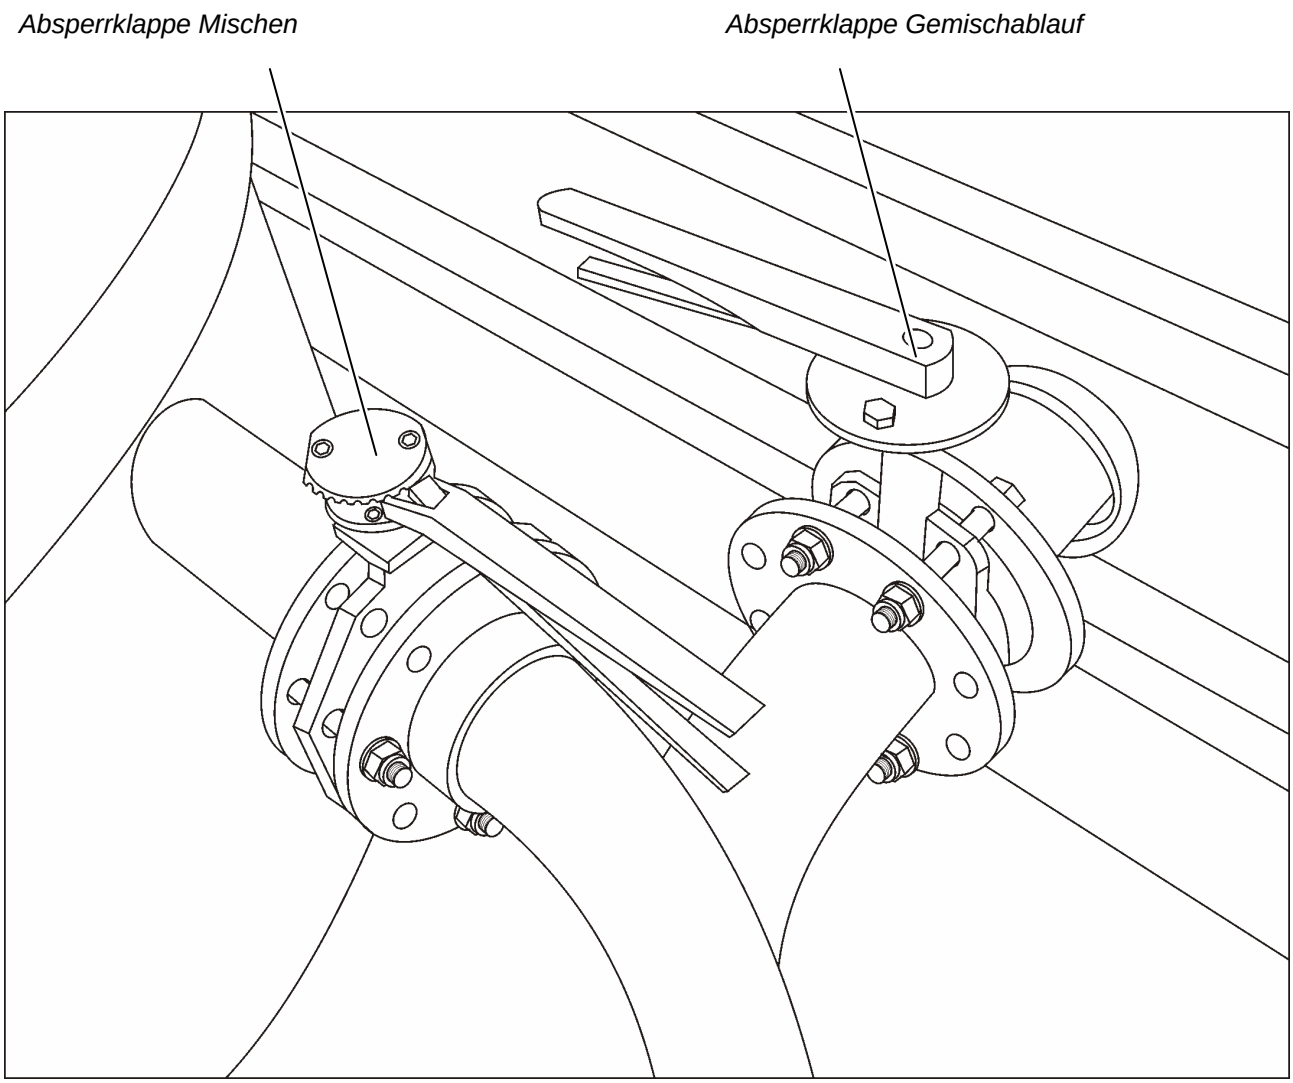
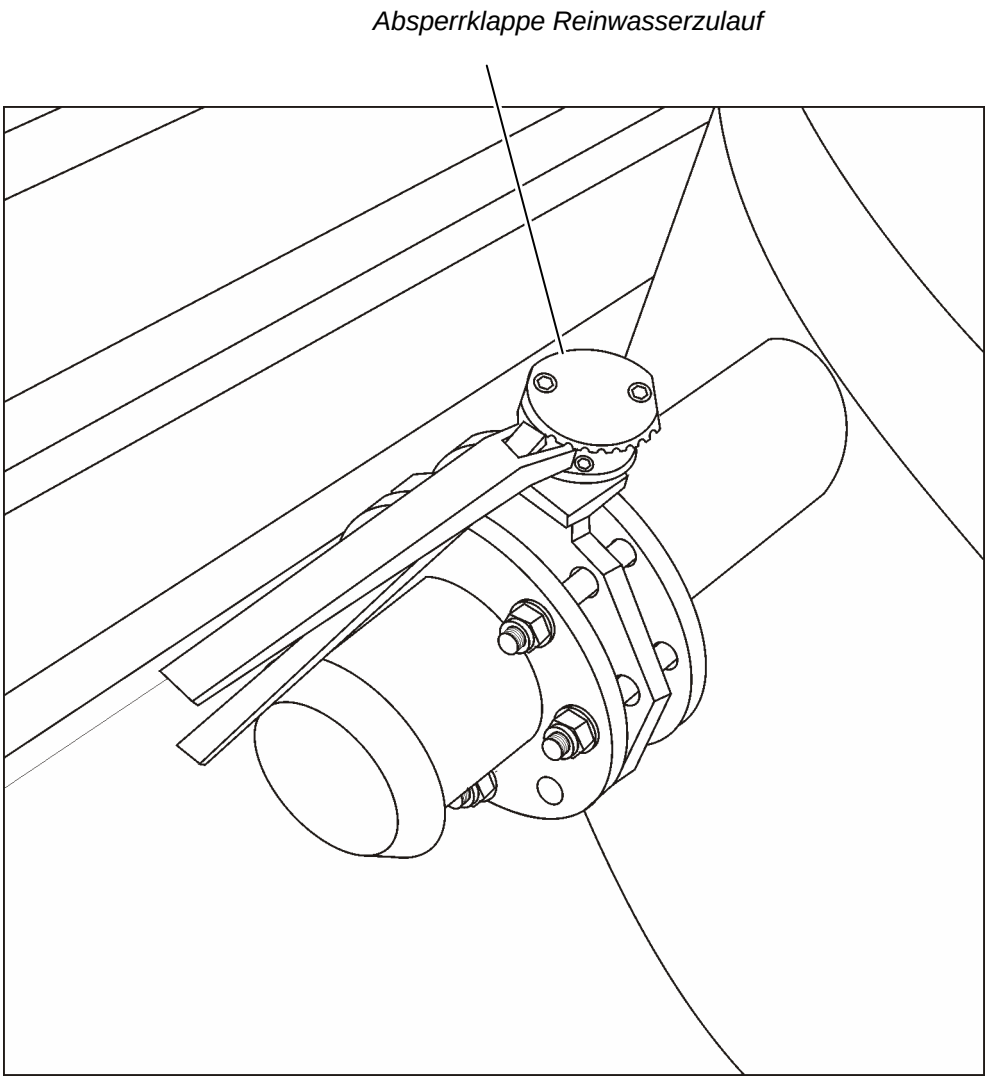

Abbildung 8: AbsperrklappeGemischablauf und Mischen
Abbildung 9: Absperrklappe Reinwasserzulauf
An der Bentonit-Mischanlage befinden sich drei Absperrklappen (Positionen: siehe Abbildung 8, Seite 32 und Abbildung 9, Seite 33) zum Befüllen mit Reinwasser, zum Anmischen der Bentonitsuspension und zum Abpumpen.
- Hauptschalter (7) ausschalten.
- Absperrklappe Reinwasserzulauf öffnen (siehe Abbildung 9, Seite 33).